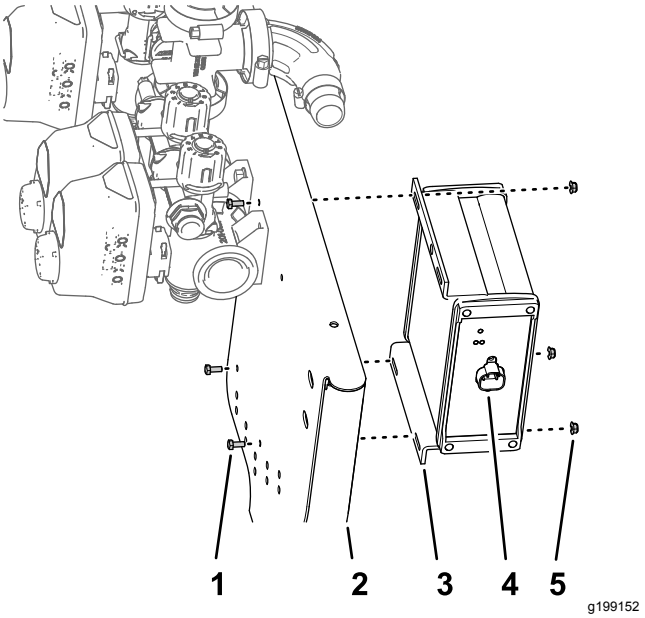

Rysunek 98
1. Ustaw regulator zraszacza ASC 10 równo z przednią stroną wspornika zaworów tak, aby złącze 4-stykowe było skierowane na zewnątrz (Rysunek 98).
2. Zamontuj regulator zraszacza na wsporniku zaworów (Rysunek 98) używając 3 śrub (4 x 10 mm) i 3 nakrętek kołnierzowych zabezpieczających (4 mm).